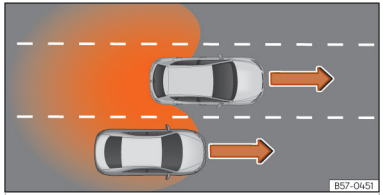

Abb. 116 Überholen auf der mittleren Spur und anschließender Wechsel auf die rechte Fahrbahn.
- Bei Überholung eines anderen Fahrzeugs ››› (Abb. 116) mit einer Geschwindigkeitsdifferenz von ca. 10 km/h (6 mph). Erfolgt die Überholung wesentlich schneller, erfolgt keine Anzeige.